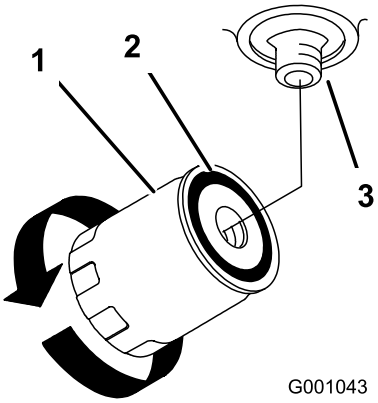

Figuur 74
7. Smeer een dun laagje hydraulische vloeistof op de rubberen pakking van het nieuwe filter (Figuur 74).
9. Vul de hydraulische tank met hydraulische vloeistof totdat de vloeistof over het filter stroomt. Draai vervolgens het oliefilter rechtsom totdat de rubberen pakking contact maakt met het filtertussenstuk. Draai het filter daarna met de hand nog een extra 1/2 slag vast (Figuur 74).